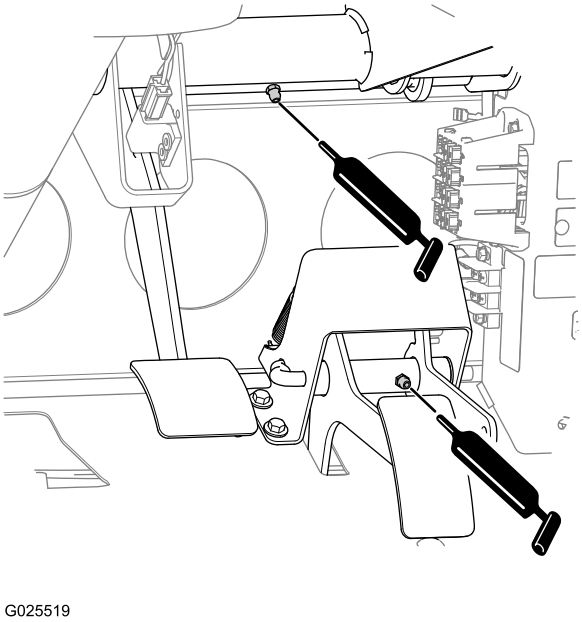

Figur 50
- **Bremse** (1); se Figur 50
- **Gasregulator** (1); se Figur 50